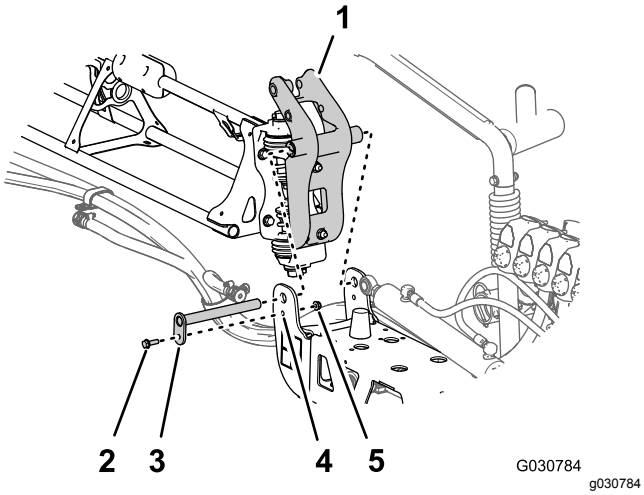

Figur 135
3. Rett inn hylsene i svingkoblingen med hullene i svingbrakettens flenser, på enden av den midtre bomseksjonen (Figur 135).